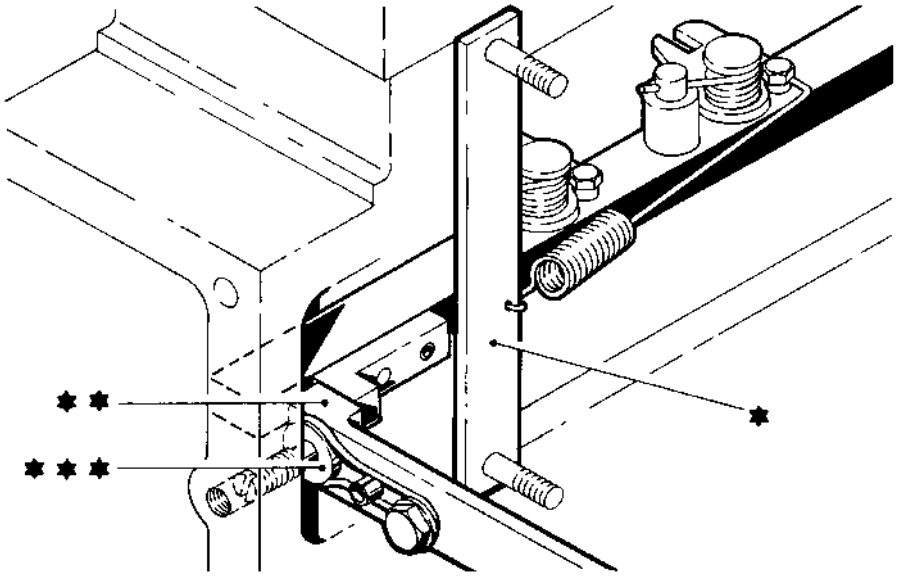
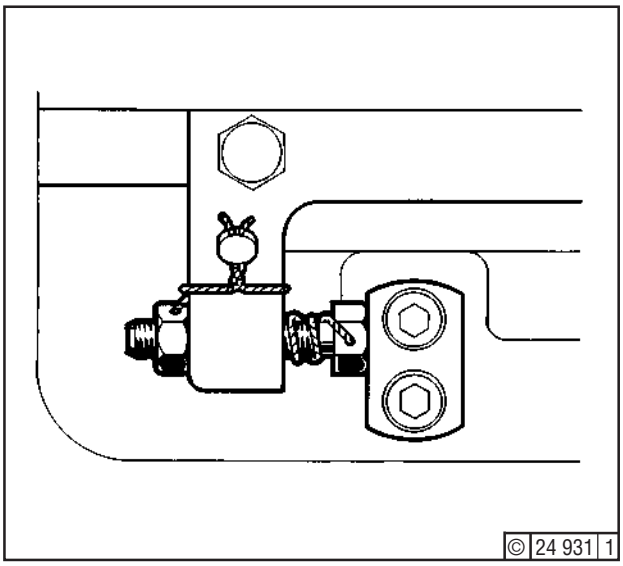

Fig. 7
Fig. 9
5. Use tools (*) - Fig. 7 - to pull control rods of all injection pumps against the gauges (**) contacting check stops (***) at points A18 and A19. Leave tools (*) mounted for the time being.
Then, at the right-hand end of the link (*) (point A24), adjust the length of the link by means of the eccentric (**) so that the control rods contact the check stops without pressure, with the gauges inserted (see Fig. 7). Insert new cheese-head screws (***) and tighten according to specification, see "Specification Data", Section 3.5, line 60. If the setting at the right-hand eccentric is insufficient , rectify at the left-hand eccentric.
7. Remove tools (Fig. 7). Move linkage in the direction "Stop" until one or more stop screws abut at points C12 and C13 (Fig. 9).